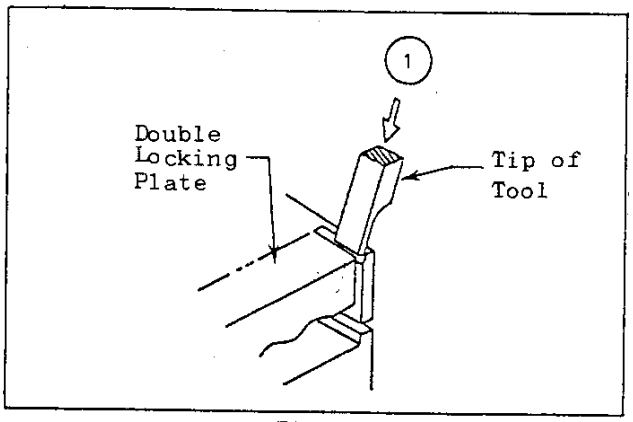

Fig. 2 IW303-0251E25
1. Insert tip end of the tool into the gap between the double-lock hinge and side wall of housing as shown in Fig.2.